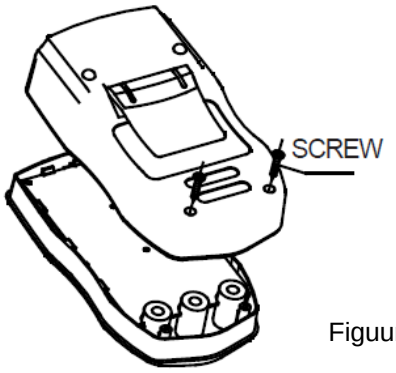

Figuur 8
A. Vervangen van de batterij (zie figuur 8)